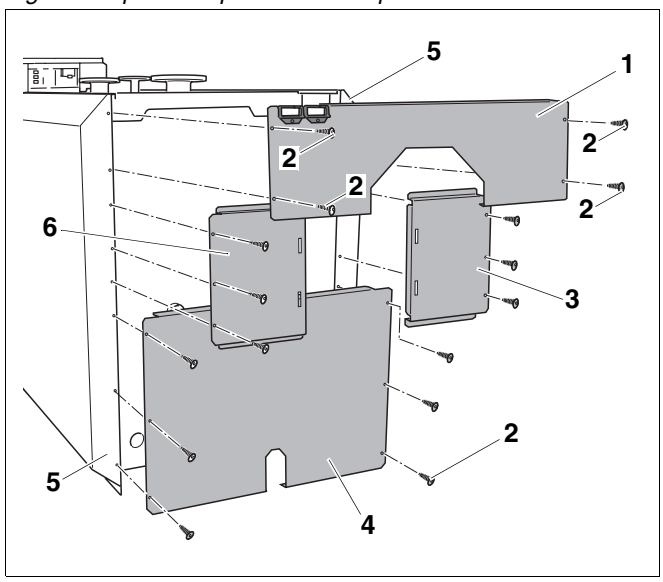

Fig. 43 Montaggio degli elementi del pannello posteriore
- Fissare il pannello posteriore inferiore (fig. 43, **pos. 4**) con le 6 viti (fig. 43, **pos. 2**) ai pannelli laterali posteriori (fig. 43, **pos. 5**).
- Posizionare i pannelli posteriori centrali (fig. 43, **pos. 3 e 6**) sul pannello posteriore inferiore (fig. 43, **pos. 4**). Le punzonature devono essere rivolte all'esterno.
- Avvitare i pannelli posteriori centrali con le 6 viti (fig. 43, **pos. 2**) ai pannelli laterali posteriori (fig. 43, **pos. 5**).
- Appoggiare il pannello posteriore superiore (fig. 43, **pos. 1**) con le piegature sui pannelli posteriori centrali (fig. 43, **pos. 3**) e spingerlo negli intagli delle coperture caldaia laterali.
- Inserire 2 viti (fig. 43, **pos. 2**) in alto attraverso i pannelli posteriori, i pannelli laterali posteriori e le traverse laterali e fissarle a fondo.
- Unire i pannelli posteriori e laterali con 2 viti in basso (fig. 43, **pos. 2**).